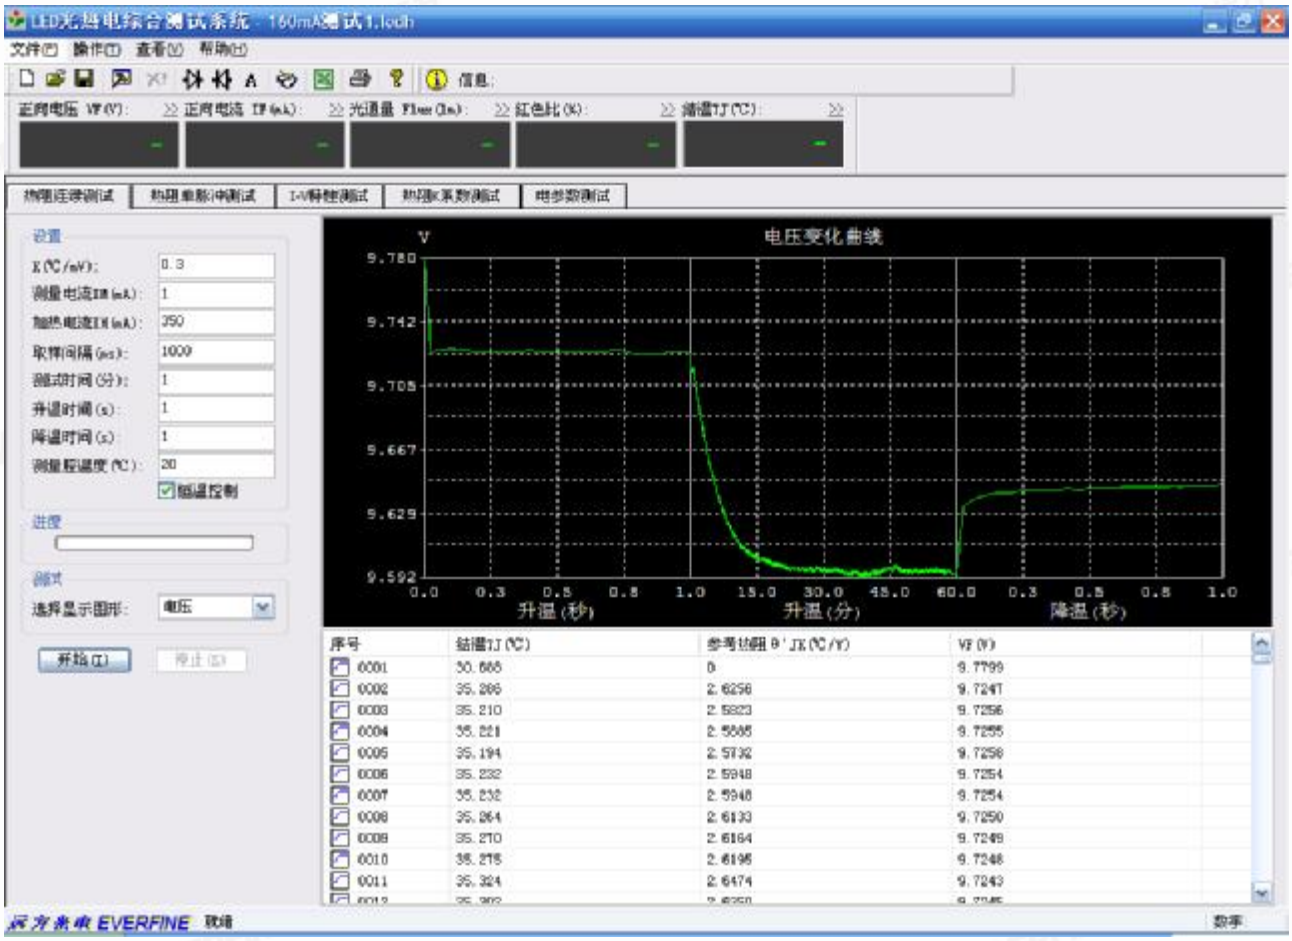

图 5.4 热特性测量结果
③测量时间到自动停止测量完成测试，典型测试结果如下图（图 5.4）所示。